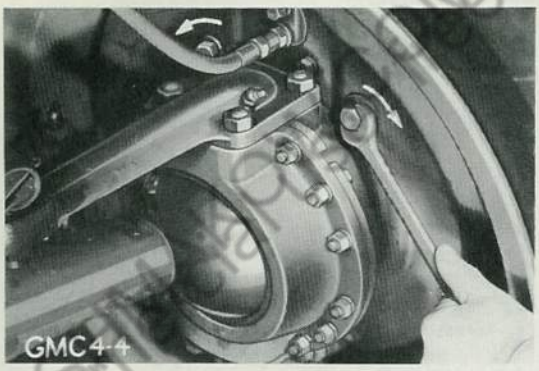

Fig. 2 Front Brake Shoe Minor Adjustment ("Split" Type Axle Housing)
1. Jack up wheel and adjust one shoe at a time by turning adjusting cam pin in direction indicated by arrows in Fig. 2, until brake drags slightly when wheel is turned by hand. Back off adjusting cam pin until wheel turns freely. Both adjustments at each wheel should be as near alike as possible. Unequal adjustment at one shoe may result in any one or more of the conditions mentioned under "Trouble Shooting."
3. Adjust one shoe at a time, turning anchor pin (Fig. 4) and adjusting cam pin (Fig. 2) slightly in direction of arrows in successive stages, backing off on one or other as necessary until clearance of .010" is secured at lower end, or heel, of shoe and .020" at upper end, or toe. Check clearance at about 1½" from end of lining in each case. Feeler gauge used as shown in Fig. 3 will assist in securing proper and equal adjustment at each brake shoe.